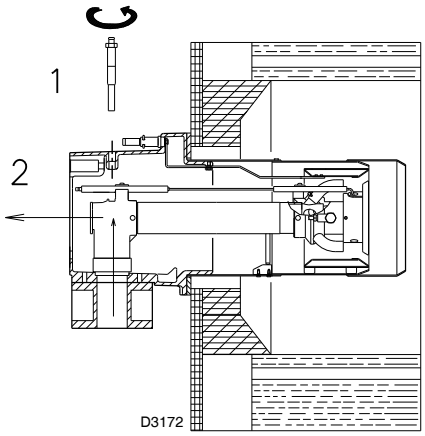

Fig. 11
- ➤ Remove screw 1)(Fig. 11) and extract the internal part 2).